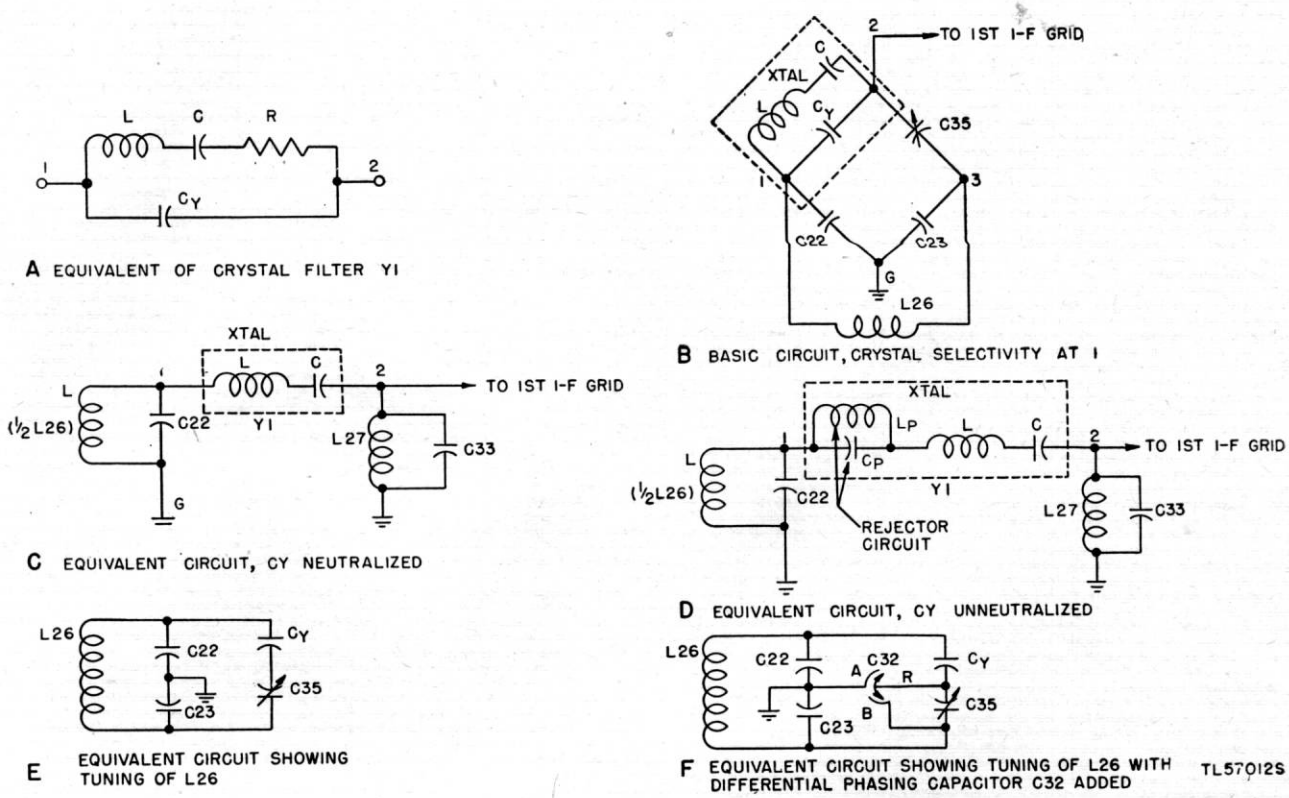
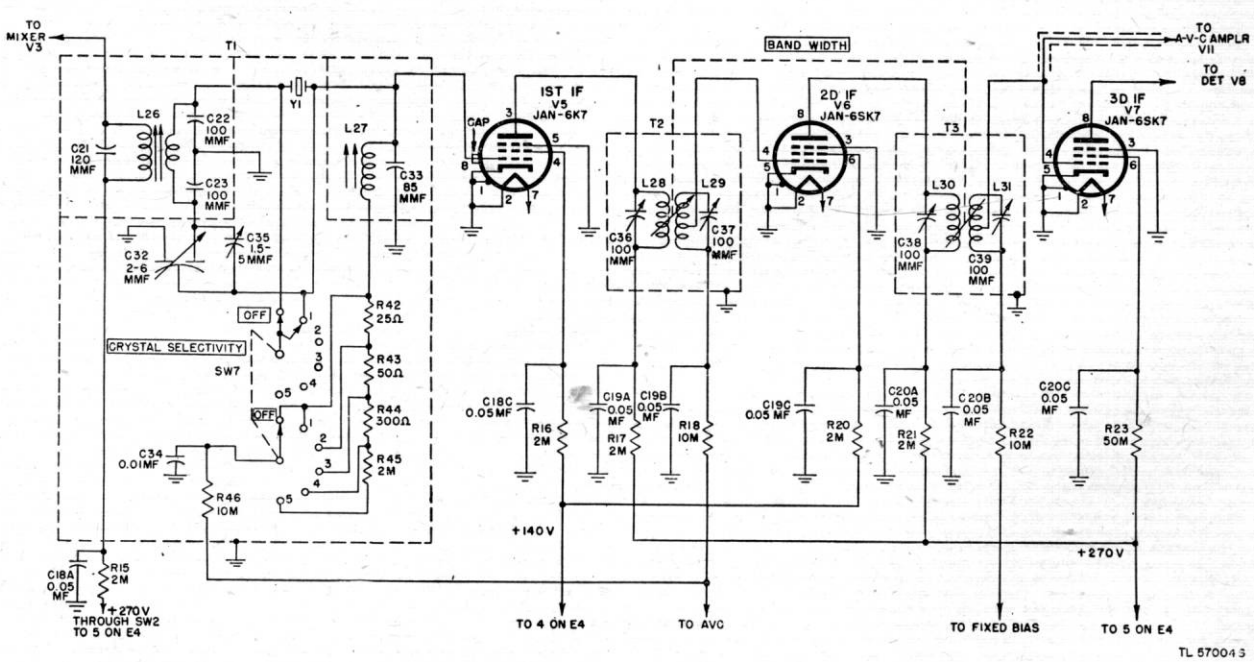
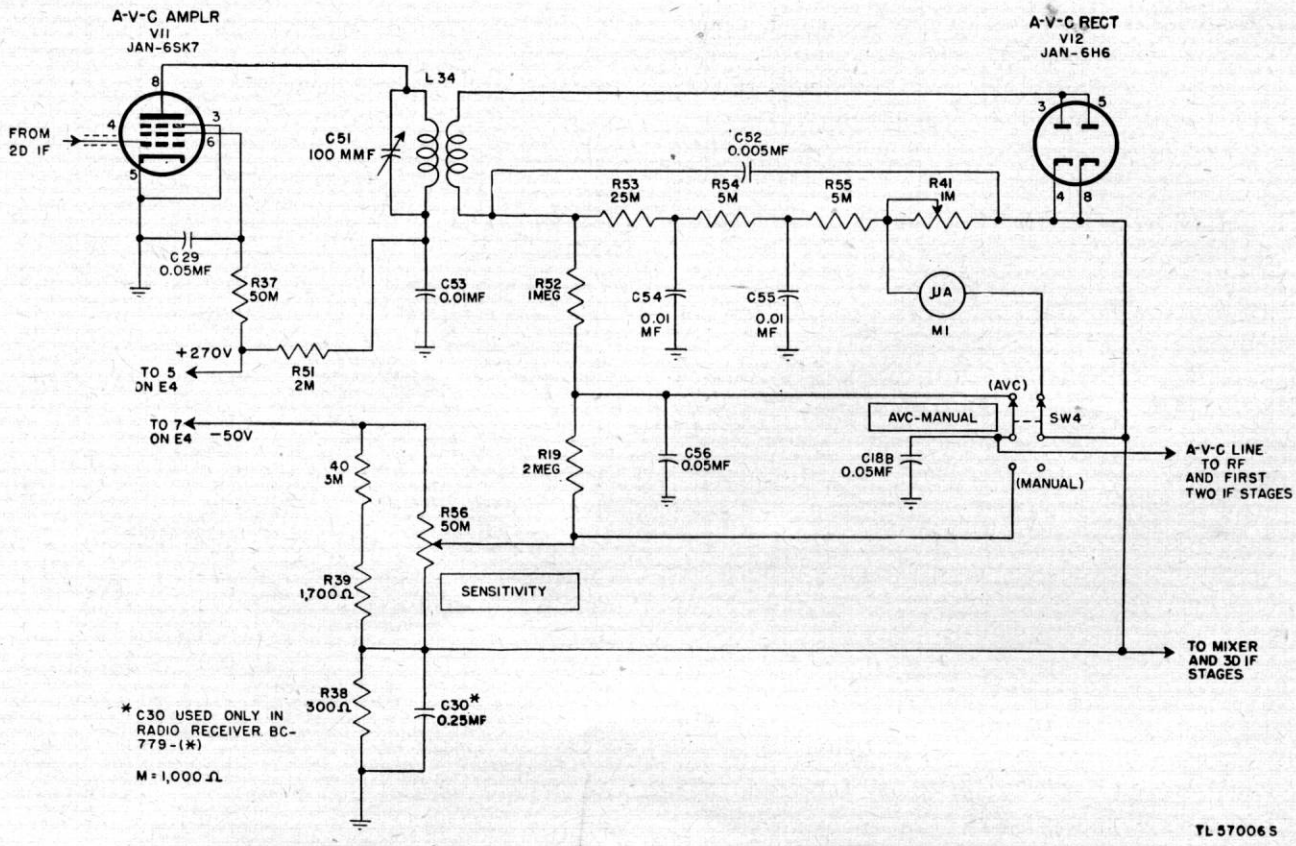

Figure 28. Radio Receiver BC–779–B, functional and equivalent diagrams of crystal filter circuit.
Figure 29. Radio Receiver BC–779–B, functional diagram of i-f amplifier.
Figure 31. Radio Receiver BC–779–B, functional diagram of a-v-c stages.
a. Mixer Tube JAN-6L7. For simplicity, capacitor C71, main tuning ganged capacitor C1C, and band spread ganged capacitor C2C are represented as a single variable capacitor C across the inductance trimmed secondary of r-f transformer L18. Signal voltages across C are applied through 600-mmf capacitor C11 to signal grid G1 (top cap) of pentagrid mixer Tube JAN-6L7. Fixed bias from the voltage divider (fig. 31) is applied through a filter circuit (10,000-ohm resistor R10 and 0.01-mf capacitor C12) and 500,000-ohm grid resistor R9 to the signal grid. Screen grid G2 and G4 (pin 4) forms a screen about injection grid G3 (pin 5), and the h-f oscillator output is coupled through 95-mmf capacitor C13 to the injection grid. Since the screen grid shields the signal and injection grids from one another, the tube electron stream is modulated independently by the r-f and oscillator signals. Heterodyne action produces sum and difference frequencies in the mixer output. The primary of transformer T1 is tuned by C21 to the 465-kc *difference* frequency to which the i-f amplifier is also tuned. The i-f voltage across the secondary winding of transformer T1 is applied to the crystal filter.
(4) Refer to appendix III for circuit details of Improvement Kit MC–531.
61. Crystal Filter (fig. 28)
a. Equivalent Crystal Circuit. The equivalent electrical circuit of a crystal is shown in "A," figure 28. The circuit, and hence the crystal, are resonant at two frequencies: The frequency at which the reactance of L is equal to the reactance of C (series resonance), and the frequency at which the effective reactance of L–C (in series) is *inductive* and *equal* to the capacitive reactance of C_Y (parallel resonance). At the series-resonant frequency the crystal acts as a low-impedance connection between 1 and 2. At the parallel-resonant frequency the crystal acts as a high impedance between 1 and 2.
b. Basic Filter Circuit ("B," fig. 28). Capacitors C22 and C23 (100 mmf each) are connected in series across the secondary of i-f input transformer L26, and their junction is grounded to provide a midpoint connection in the resonant circuit L26–C22–C23. Consequently, the capacitor voltages are always of equal amplitude but 180° out of phase. Phasing capacitor C35 (1.5 to 5 mmf) is connected between 3 and 2, and the crystal is connected between 1 and 2.
c. Neutralization of C_Y. Capacitors C22, C23, C35, and C_Y (the capacity between the crystal holder plates) form a capacity bridge; the input is applied to 1 and 3, the output is taken from 2 and G. When capacitor C35 is adjusted so that its capacitance is equal to that of C_Y, the voltage coupled from 3 through C35 to 2 is equal and opposite to the voltage coupled from 1 through C_Y to 2. Under this condition C_Y is neutralized and the crystal acts as a series-resonant circuit only ("C," fig. 28). Since the crystal is resonant at the intermediate frequency, there is (in effect) a direct connection between 1 and 2. As indicated in "C," figure 28, only the voltage across C22 (one-half the secondary voltage) is applied through the crystal to the grid circuit of the first i-f stage.
tance of L–C and the capacitive reactance of C_Y. For simplicity the parallel-resonant circuit is denoted as rejector circuit L_PC_P in "D," figure 28. L_P and C_P denote the effective inductance and capacitance at the parallel-resonant frequency. L and C indicate the effective inductance and capacitance of the crystal at the series-resonant frequency, in this case the 465-kc i.f. In other words, unless C_Y is neutralized, the crystal acts simultaneously as a parallel- and series-resonant circuit. The parallel-resonant circuit L_PC_P has no effect on the 465-kc i.f. but presents a high impedance to, and therefore rejects, the frequency to which L_PC_P is resonant. L and C present extremely low impedance to the 465-kc i-f signal voltage and high impedance to voltages at different frequencies. *With underneutralization the resonant frequency of L_PC_P is higher than 465 kc.*
f. Capacitor C32. Capacitor C35, in series with capacitance C_Y, is across L26 and affects its tuning ("E," fig. 28). To avoid the detuning effect and to enable shifting the rejection frequency to either side of the i.f., differential PHASING capacitor C32 ("F," fig. 28) is used in the radio receiver. Stator sections A and B are so arranged that, as rotor R is turned out of one stator into the other, the capacitance of the first *decreases* by the same amount that the capacitance of the second *increases*. Thus, whether the rotor is entirely engaged in stator A, is at a midpoint, or is entirely in stator B, the effective capacitance across A–B, and therefore across L26, remains constant. Assume that C32, the PHASING capacitor, is set at the arrow position of the PHASING control on the front panel and
62. I-F Amplifier (fig. 29)
a. Input Stage Tube JAN–6K7 (V5). (1) *CRYSTAL SELECTIVITY switch at OFF.* With the CRYSTAL SELECTIVITY switch, SW7, at OFF, the crystal filter is shorted. Consequently, the i-f signal is applied directly from input transformer L26 to the parallel-resonant grid circuit (permeability-tuned inductor L27 and 85-mmf capacitor C33) and to the control grid (top cap) of V5. C34 places the lower end of L27 at r-f ground potential. Grid bias is applied from the a-v-c line (par. 65) through 10,000-ohm decoupling resistor R46 which is bypassed by 0.01-mf capacitor C34. Plate (pin 3) voltage is applied through 2,000-ohm decoupling resistor R17 and primary winding L28 of interstage transformer T2. L28 is tuned by 100-mmf capacitor C36, and 0.05-mf capacitor C19A is a decoupling capacitor which brings the low end of L28 to r-f ground potential. The suppressor grid and cathode are grounded. Screen (pin 4) voltage is applied through 2,000-ohm decoupling resistor R16, and the screen is bypassed by 0.05-mf capacitor C18C. The inductive coupling between primary L28 and secondary L29 of T2 can be varied by adjusting the front panel BAND WIDTH control. The secondary of T2 is tuned by 100-mmf capacitor C37. I-f output is taken from a (low-potential point) tap on the secondary of T2 and applied to the control grid of the 2d i-f stage Tube JAN–6SK7 (V6).
(2) *CRYSTAL SELECTIVITY switch at 1.* When CRYSTAL SELECTIVITY switch SW7 is placed at 1, the short is removed from the crystal. If the secondary of L26 and the parallel-resonant grid circuit, L27–C33, are tuned to 465 kc, each is the equivalent of a high resistance in *series* with the equivalent series-resonant circuit of the crystal ("C," fig. 28). Consequently, the Q and therefore the selectivity of the series-resonant (crystal) filter circuit is reduced, and the bandwidth is several kilocycles wider than that of the crystal *alone.*
65. A-V-C Circuit (fig. 31)
a. A-V-C Amplifier Tube JAN–6SK7 (V11). The output of the 2d i-f stage, V6, is applied simultaneously to the 3d i-f stage, V7 (fig. 29), and to the control grid (pin 4) of the a-v-c amplifier stage V11 (fig. 31). V7 and V11 have a common grid circuit, including fixed bias. The suppressor and cathode of V11 are grounded; screen voltage is applied to pin 6 through 50,000-ohm series-dropping resistor R37; and the screen is bypassed by 0.05-mf capacitor C29. Plate (pin 8) voltage is applied through 2,000-ohm filter resistor R51 and the primary of transformer L34. The primary of L34 is tuned to 465 kc by 100-mmf capacitor C51, and capacitor C53 (0.01-mf) bypasses high frequencies to ground. The transformer secondary is untuned.
c. S-Meter. When AVC-MANUAL switch SW4 is at AVC, the 0- to 200-microampere meter M1 is connected across the 1,000-ohm calibration resistor R41. The meter reading is a measure of the rectified current through the load. However, the meter is calibrated as a signal strength meter (S-meter). By adjusting R41 and S9 reading may be obtained on an input between approximately 10 and 10,000 microvolts. At the factory R41 is usually adjusted to produce a reading of S9 on a 50-microvolt signal at 3.5 mc. When so adjusted, a change of one S number on the meter indicates a change in signal strength of approximately two to one. The SENSITIVITY control R56 must be turned full on (10). When the S-meter is used for tuning, the BAND WIDTH control must be set at 3 for maximum accuracy. The S-meter is disconnected from the diode load circuit when the AVC-MANUAL switch is at MANUAL.